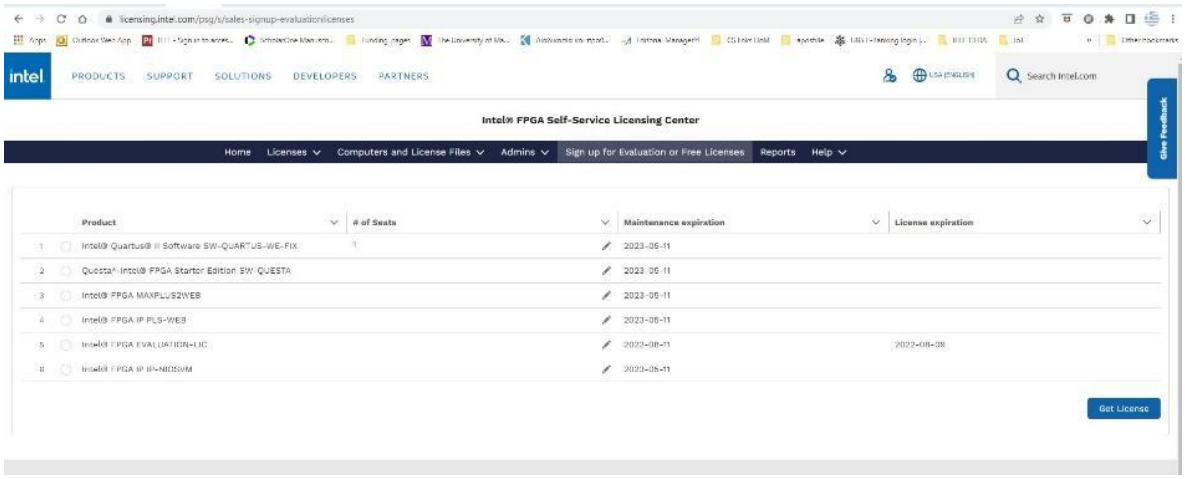

Fig. 1. SSCL Screen
- After registration, you will receive a confirmation email from Intel. Using this email, log on SSLC and click on the "Sign up for Evaluation or Free Licenses" tab and select Questa*-Intel® FPGA Starter Edition, as depicted in Fig. 1, where you edit the number of seats to one. Click on "Get license".